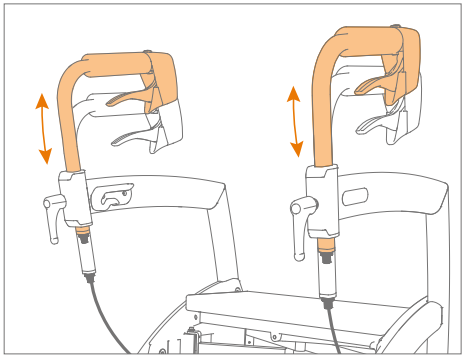

Abbildung 15: Auf die richtige Höhe einstellen.
b. Schieben Sie die Handgriffe auf die richtige Höhe **(Abbildung 15)**.